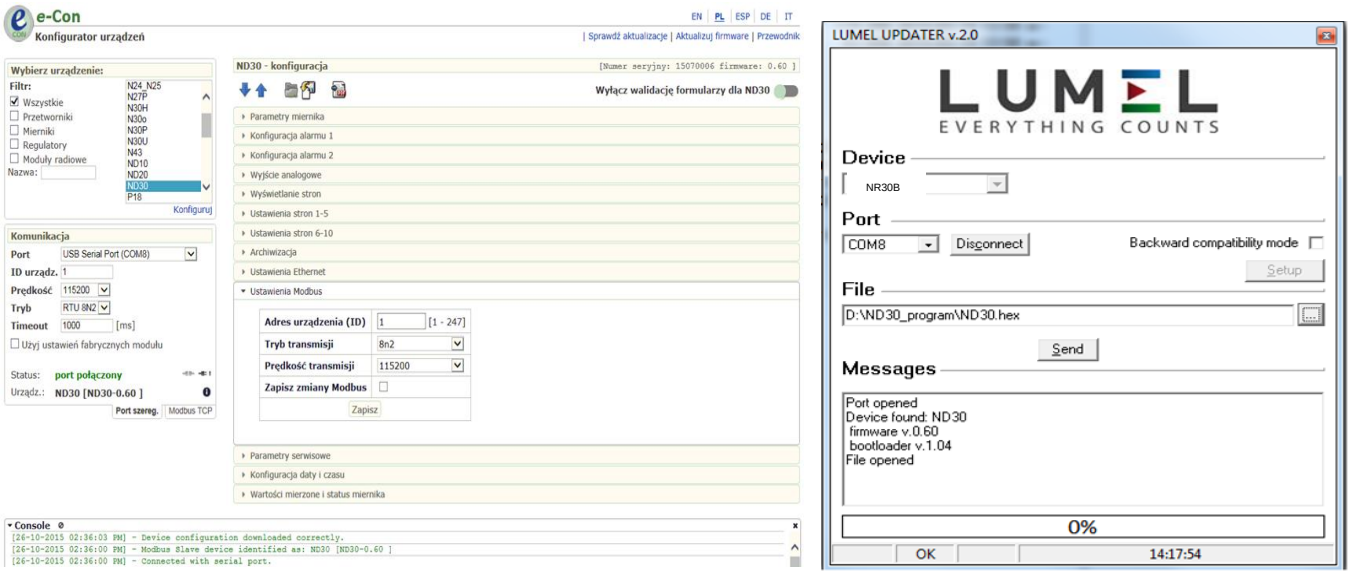

Fig.24. View of program window: a) eCon, b) firmware upgrade
After starting eCon the serial port, speed, mode and meter address should be set in the settings. Then select NR30BAC meter and click Configure To read all the settings, click the down arrow, then the floppy icon to save the settings to a file (to restore them later). After selecting *Update firmware* (in the upper right corner of the screen) *Lumel Updater* (LU) window will open - Fig. 24.b. Press *Connect*. *Messages* information window contains info about the progress of the upgrade process. When the port is properly opened the display shows: *Port opened*. There are two ways to enter the upgrade mode: remotely through the LU (based on settings in eCon - address, mode, speed, COM port) and by turning on the meter power with the button pushed (when entering the bootloader mode with the button, communication parameters: speed 9600, RTU8N2, address 1). The display will show boot with bootloader version, and LU program will show the message *Device found* and the name and program version of the connected device. Press the „*...*" button and select the meter update file. When the file is properly opened *File opened* message is displayed. Press the Send button. After successful upgrade the meter switches to normal operation, and the information window shows *Done* and the upgrade duration. After closing the LU window, go to *Service Parameters*, select *Set Meter Defaults* and press the *Restore* button. Then press the folder icon to open the previously saved settings file and press the up arrow to save the settings in the meter. The current software version can also be checked by reading the greeting messages of the meter after powering up.